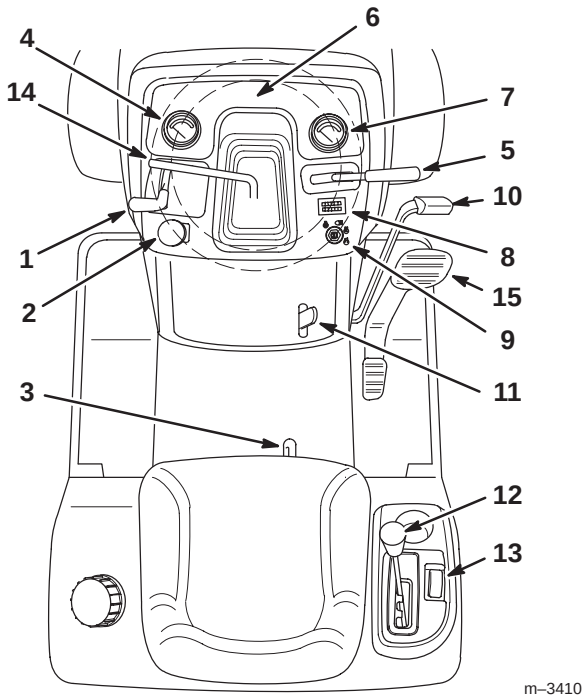

Figure 13
Machen Sie sich mit den Bedienungselementen (Bild 13) vertraut, bevor Sie den Motor anlassen oder die Maschine bedienen.
1. Drücken Sie das Bremspedal (Bild 13) herunter und halten es in der gedrückten Position.
2. Ziehen Sie den Feststellbremshebel (Bild 13) hoch und nehmen den Fuß nach und nach vom Bremspedal. Das Bremspedal sollte in heruntergedrückter (gesperrter Position) bleiben.
1. Drücken Sie das Bremspedal (Bild 13) herunter. Der Feststellbremshebel sollte sich lösen.